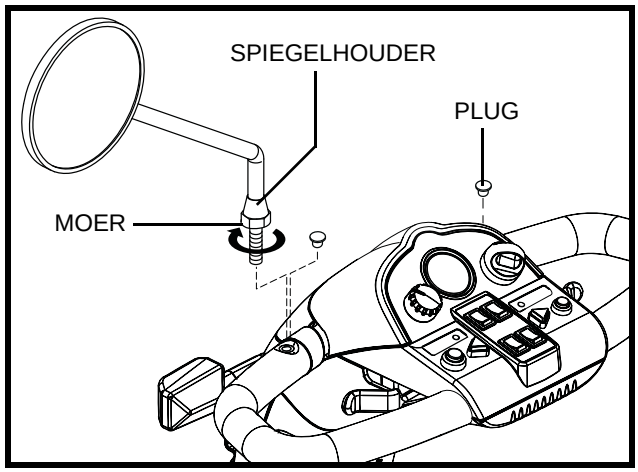

**Figuur 15. Montage Van de Spiegel**
**U monteert de spiegel als volgt (zie figuur 15)**: